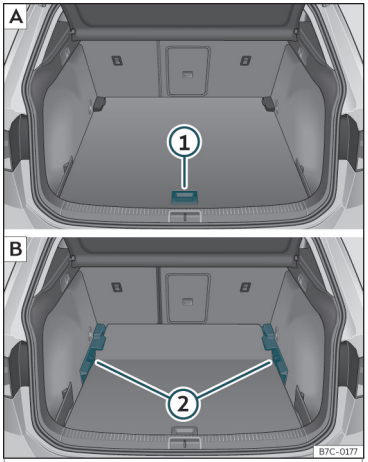

Fig. 108 Suelo variable del maletero: A posición alta; B posición baja.
- Para pasar de la posición baja a la alta, levante el piso por el asidero ››› **fig. 108** ①, tire de él hacia atrás hasta que la parte delantera del piso rebase totalmente los soportes ②.
- Haga desplazar sobre estos el piso hacia adelante hasta que haga tope en el respaldo de los asientos posteriores y, a continuación, baje el piso con el asidero ①.
- Para pasar de la posición alta a la baja, levante el piso por el asidero ››› **fig. 108** ①, tire de él hacia atrás hasta que la parte delantera del piso rebase totalmente los soportes ②.
- Deje caer la parte anterior contra el piso y empuje el piso hacia adelante hasta que haga tope en el respaldo de los asientos posteriores bajando al mismo tiempo el piso con el asidero ①.
- Con el suelo variable en posición alta, levántelo por el asidero ››› **fig. 108** ①, tire de él y empuje hacia el respaldo de los asientos posteriores hasta que se doble por la línea de bisagra y la parte móvil del piso repose sobre el mismo.
- Para pasar de la posición alta a la baja, levante el suelo variable por el asidero ››› **fig. 108** ① y tire de él hacia atrás un poco.
- Empuje el suelo variable hacia los asientos posteriores abatidos con el asidero ① haciendo un poco de presión hacia abajo para que la parte móvil del piso enrase con los respaldos de los asientos posteriores.